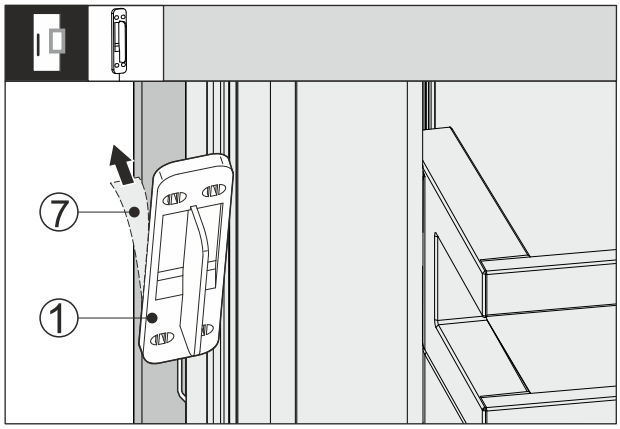

Fig. 65
▶ Îndepărtați folia protectoare *Fig. 65 (7)* de pe spatele senzorului pentru ciocănit *Fig. 65 (1)*.